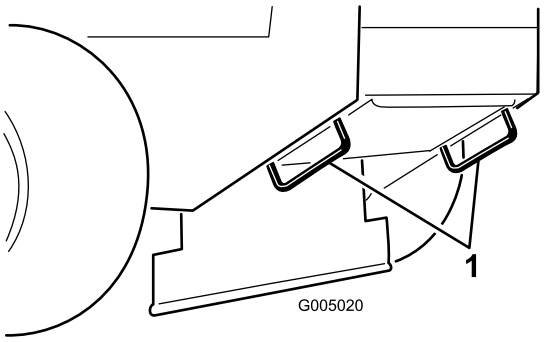

Figura 14
5. Utilice los puntos de amarre metálicos de la máquina para sujetar la máquina firmemente al remolque o al camión con correas, cadenas, cables o cuerdas (Figura 14).